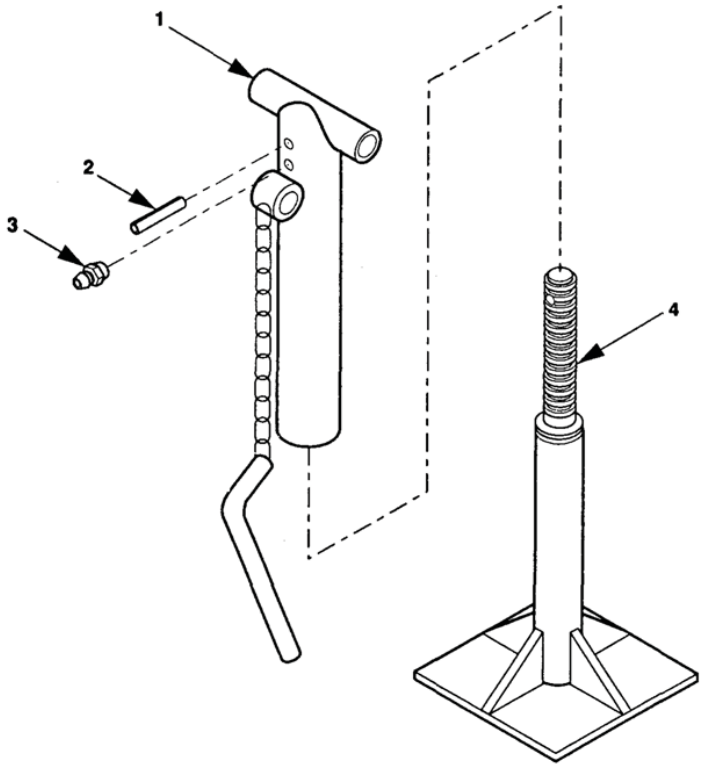

Figure 2. Rear Leveling-Support Jack Repair; 1 Ton Trailer.
a. Clamp leg assembly in a vise with spring pin (Figure 2, Item 2) facing up.
b. Drive the spring pin (2) out of upper leg (1) and remove leg base (4).
c. If defective, remove lubrication fitting (3).
d. Inspect upper leg (1) and leg base (4) for damage. If either needs to be replaced, replace entire trailer rear leveling-support jack.